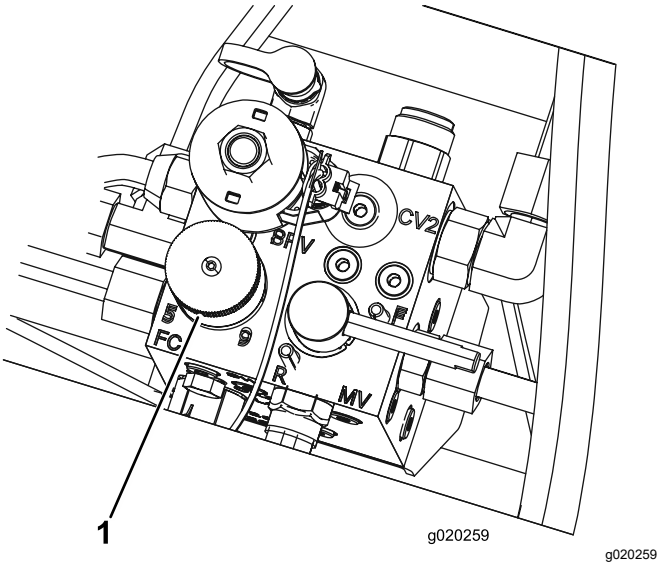

**Figur 37**
4. Ställ in cylinderhastigheten genom att vrida reglaget (Figur 37) tills indikatorpilen ligger i linje med det nummer som markerar önskad inställning.